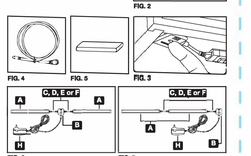

FIG. 4 FIG. 5 FIG. 3 FIG. 6 FIG. 7
- 1/2" Stove & Sink Jumper Wire (LEDJUMP108) — See **FIG. 4**